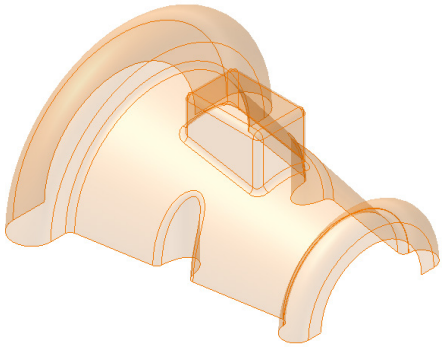

***Figure 18-66*** *Model after filleting surfaces*
2. Fillet all the sharp edges of the stitched surface with a radius of 2 mm. The surface after creating fillets is shown in Figure 18-66.